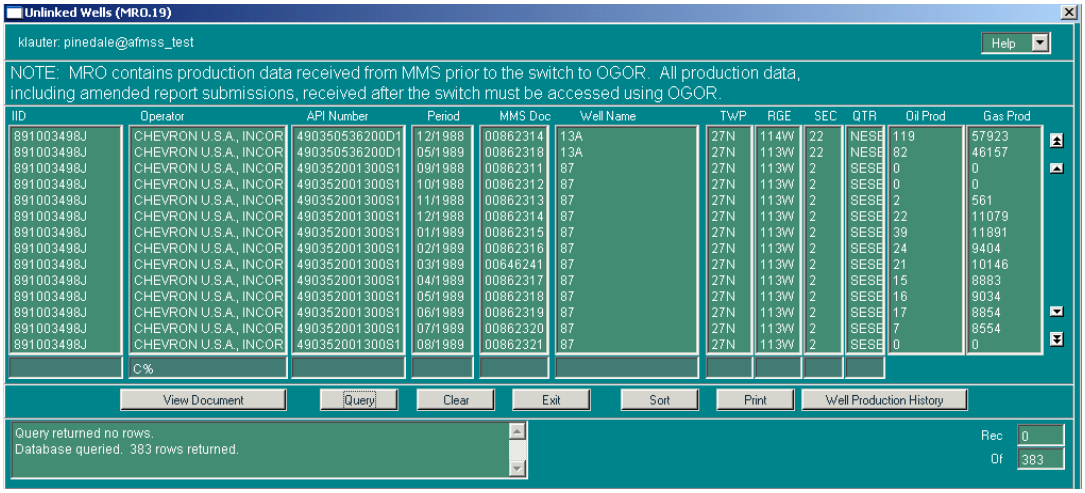

Figure 6-20: Unlinked Wells (MRO.19) Window
1. From the *Non-Indian AFMSS Main Menu* select **MRO. Click Unlinked Wells (MRO.19)** to launch the *Unlinked Wells (MRO.19)* window (Figure 6-20).